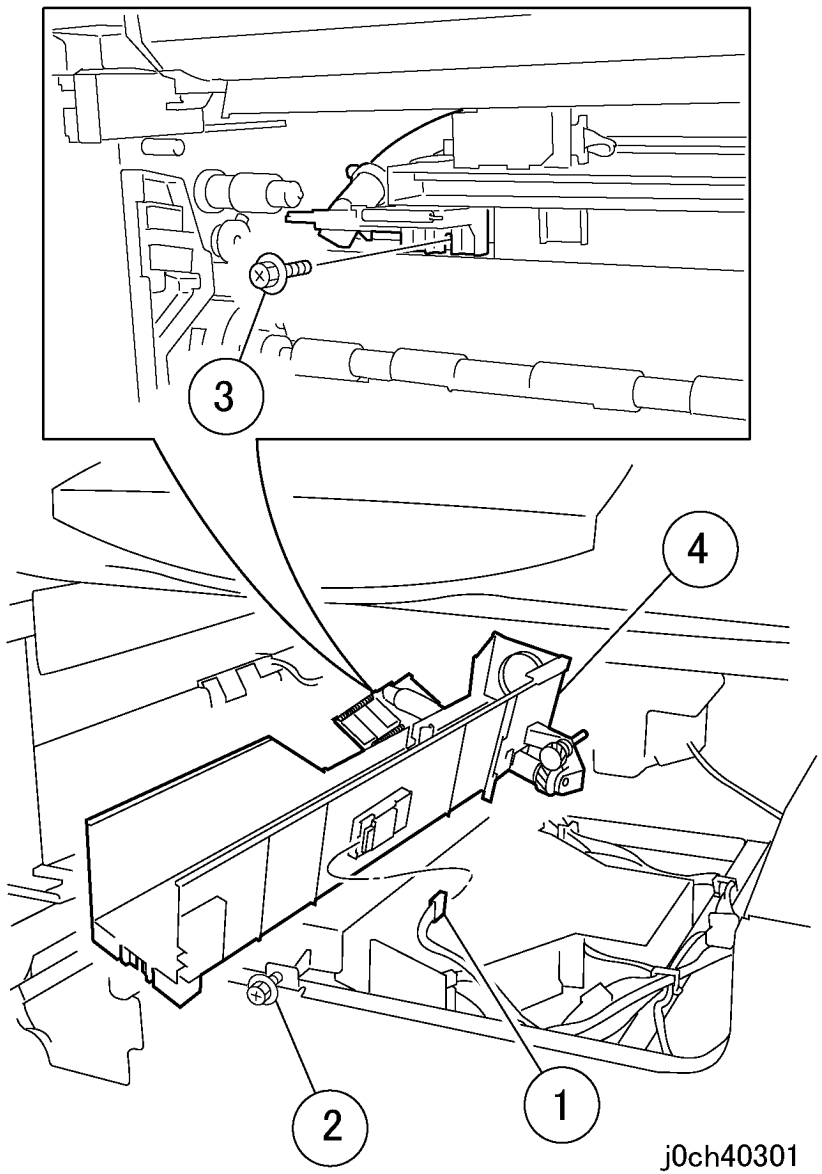

Рисунок 3 Снятие тонер-картриджа (j0ch40301)
4. Выньте тонер-картридж (рисунок 3).